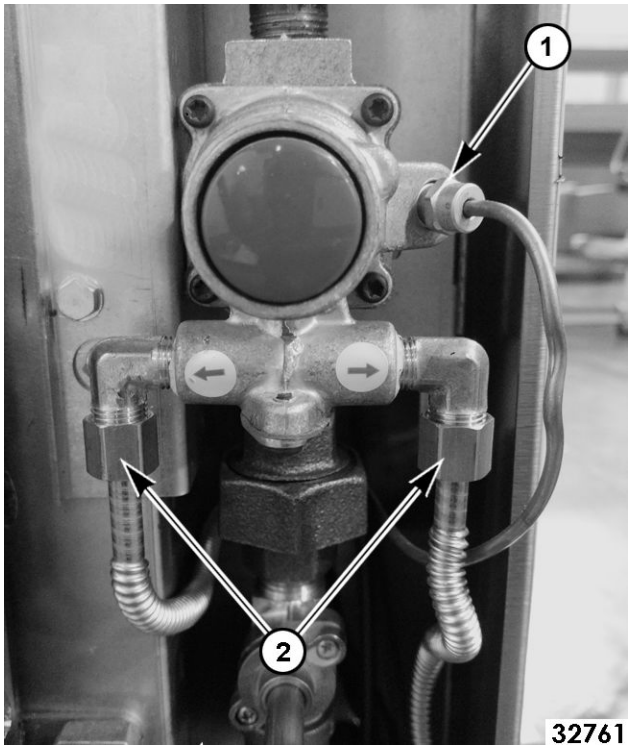

**Fig. 1**
3. Remove thermocouple (1, Fig. 1).
4. Disconnect flex lines (2, Fig. 1) from pilot safety valve.